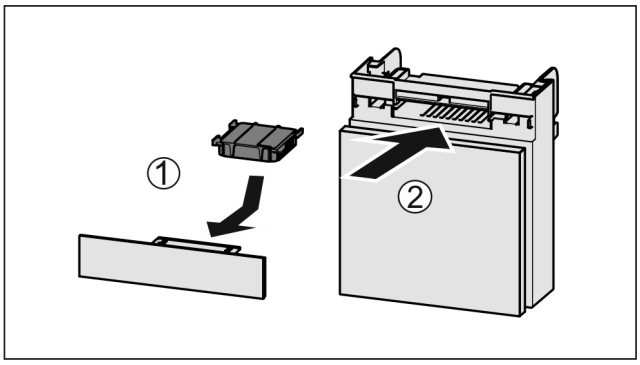

Fig. 200
▶ Introduceți *Fig. 200 (1)* filtrul de cărbune activ după cum se vede în figură.
▶ Împingeți *Fig. 200 (2)* compartimentul în interior.